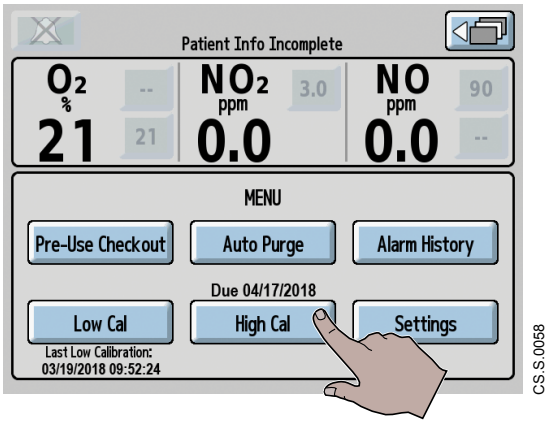

Figure 5-20 Selecting High Cal
11. From the **MENU screen**, select the **High Cal button** (Figure 5-20).